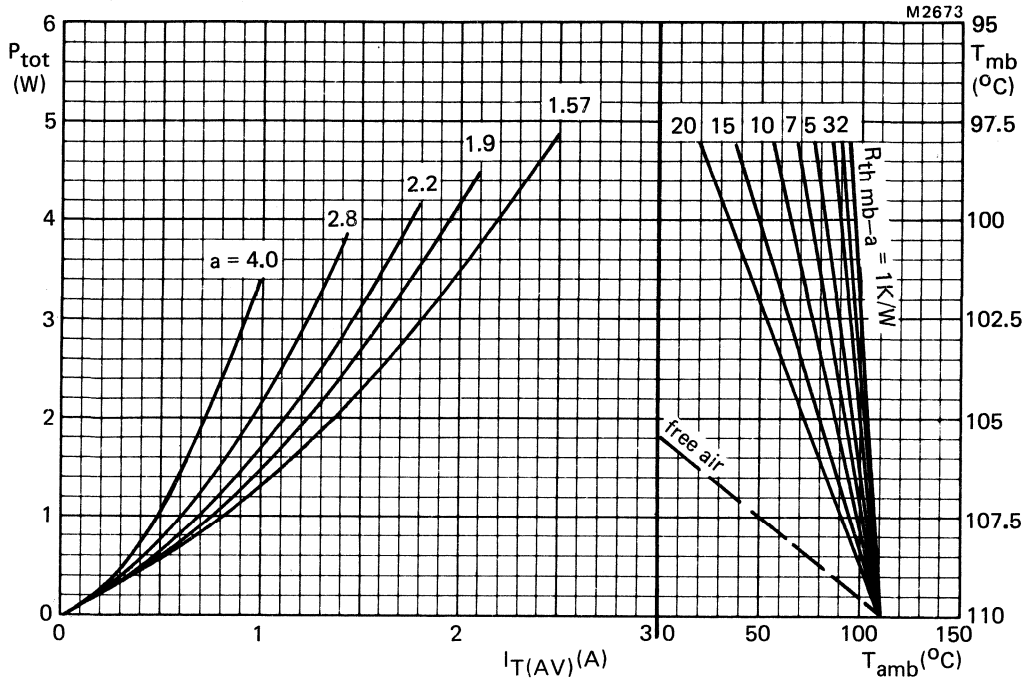

Fig.5 The right-hand part shows the interrelationship between the power (derived from the left-hand part) and the maximum permissible temperatures.
b. The method of using Fig.5 is as follows: